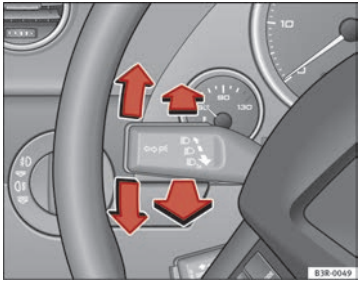

Fig. 93 Turn signal and main beam headlight lever
– Move the lever all the way up to indicate right or all the way down to indicate left ⇒ fig. 93.